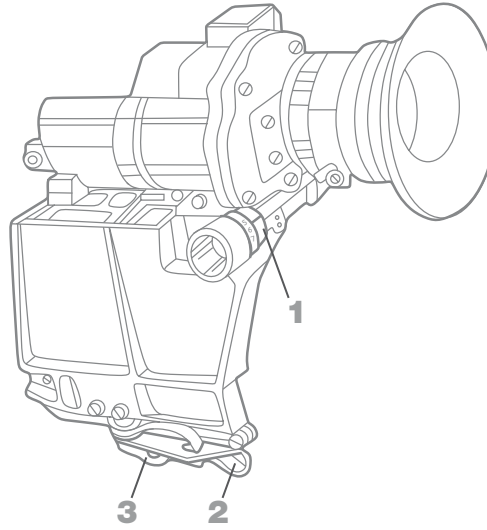

Рисунок 3
Проверить совпадение острия прицельного знака А (рисунок 3) прицела с той же точкой прицеливания, что и по механическому прицелу.
- совместить изображение цели высотой 1,5 м с дальномерной шкалой Б (рисунок 3) так, чтобы основание цели находилось на горизонтальной линии дальномерной шкалы, а верхняя точка цели без зазора касалась верхней (пунктирной) линии шкалы;
Наведение на цель производить острием прицельного знака А (рисунок 3), находящегося в центре поля зрения.